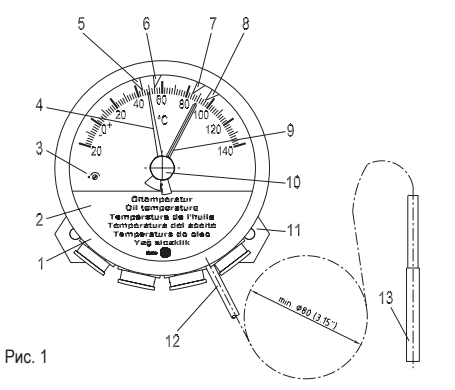
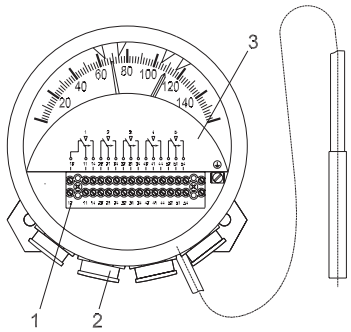

Рис. 1
Рис. 3
Стрелочный термометр крепится к трансформатору с помощью крепежной пластины (рис. 1/11). Расстояние между отверстиями составляет 140 мм, диаметр отверстий 9 мм. Монтажное положение вертикальное. Место монтажа необходимо выбирать таким образом, чтобы избежать вибрации и колебаний в сети питания. Монтажное положение вертикальное.
3.2 Капиллярная трубка (рис. 1/12)
Прокладывайте капилляр таким образом, чтобы избежать заломов и узлов. Стрелочный термометр нельзя брать и переносить за капиллярную трубку! Проложите и закрепите капиллярную трубку. Излишек капиллярной трубки смотайте и закрепите в месте, где температура не превышает 60° C. Минимальный радиус изгиба 10мм. Минимальный диаметр намотки 80 мм (см. рис. 1).
3.3 Датчик температуры (рис. 1/13)
3.5 Стрелка указания максимума (рис. 1/9)
Стрелка указания максимума приводится в движение стрелкой термометра и показывает ее максимальное отклонение. Возврат стрелки в исходное положение производится вращением колеса (рис. 1/10).
Для подключения проводов, настройки и проверки микровыключателя необходимо открыть прибор. Для этого необходимо повернуть лицевую панель со смотровым стеклом до упора против часовой стрелки и снять ее. Закрывая прибор, следите, чтобы стрелка максимума (рис. 1/9) находилась в правильном положении. Она должна находиться справа от стрелки термометра (рис. 1/4). Установите лицевую панель прибора и поверните по часовой стрелке до упора.
4.1 Подсоединение микровыключателей (рис. 3)
Для подсоединения микровыключателей поднимите крышку клеммника (рис. 1/2). Удалите оплетку кабеля на длине ок. 160 мм и изоляцию соответствующих проводов на длине ок. 6 мм. Проденьте кабели в близлежащие сальники согласно чертежу в приложении (рис 8). Убедитесь, что сальники прилегают к кабелям герметично. Подключите проводники согласно схеме (рис. 3/3) на клеммнике (рис. 3/1).
Стрелочные термометры калибруются на заводе. Если необходимо их перекалибровать, то проверка индикации и сравнительные измерения должны проводиться исключительно в ваннах с бурлящей водой, в которой поддерживается постоянная температура в течение нескольких минут (ок. 15 минут). Перекалибровка возможна. Калибровочный винт (рис. 1/3) находится на лицевой панели индикатора.